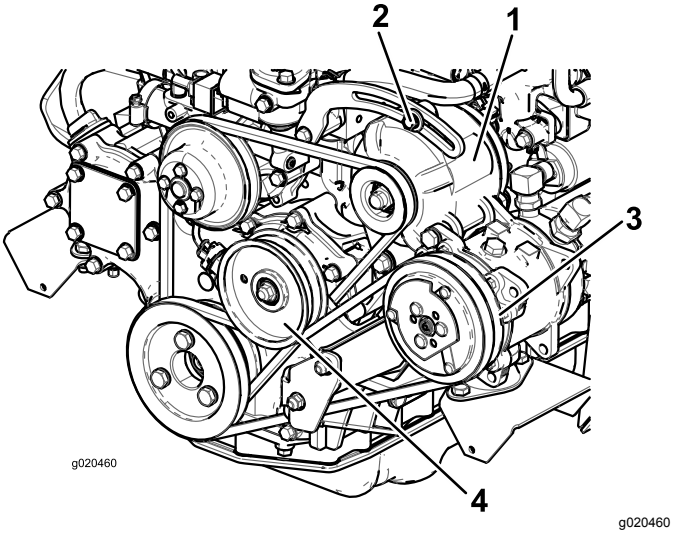

Figur 76
Hvis du ikke kan trykke den ned 10 mm, løsner du monteringsboltene for generatoren (Figur 76).
2. Hvis du ikke kan trykke den ned 10 mm, løsner du monteringsboltene for lederullene (Figur 76).